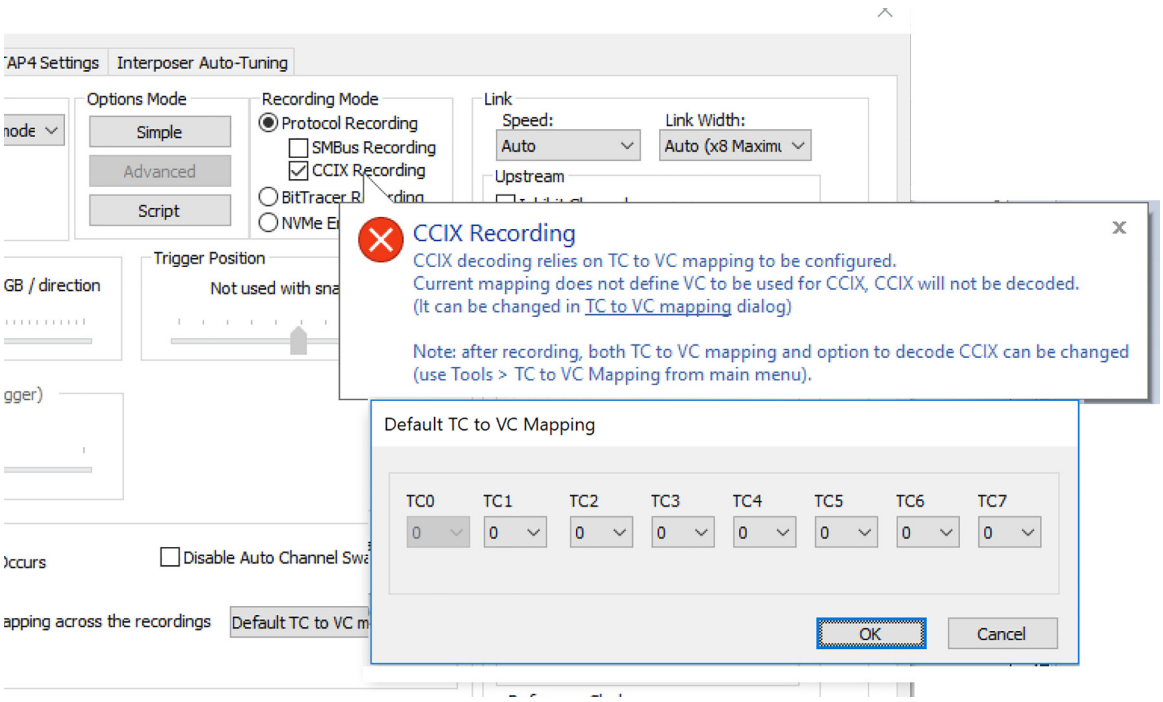

Figure 5.20: Selecting CCIX Recording Before Mapping from TC to VC
CCIX decoding relies on Traffic Class (TC) to Virtual Channel (VC) mapping to be configured. If not configured you’ll get the warning message below. See Figure 5.20 on page 239.